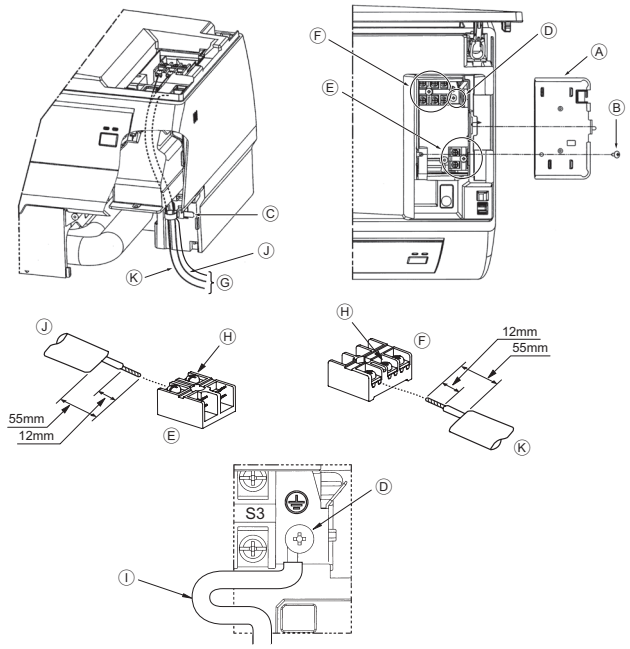

Fig. 6-1
6.1. Innendørsenhet (Fig. 6-1)